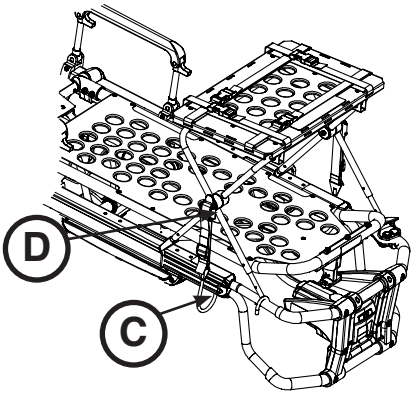

Abbildung 57
5. Den Verriegelungshaken (C), wie in Abbildung 57 dargestellt, unterhalb des Liegeflächenrahmens der Trage oder der Fußendebefestigung anbringen und den Saum (D) nach oben schieben, bis es hörbar einrastet. Diesen Vorgang auf der anderen Seite der Defibrillatorplattform wiederholen.